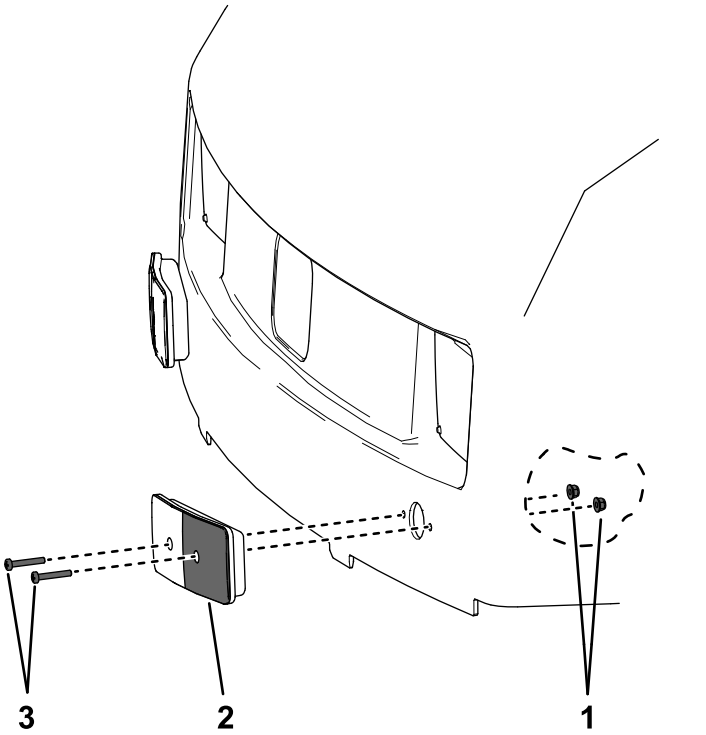

**Figur 4**
A. Indsæt 2 stjerneskruer gennem lygten og ind i de udvendige huller på 6 mm i diameter i motorhjelmen (Figur 4).
B. Fastgør skruerne med flangemøtrikkerne (Figur 4).